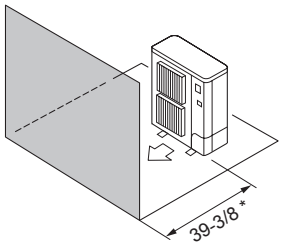

Fig. 2-8
④ Obstáculos en la parte delantera (Fig. 2-8)